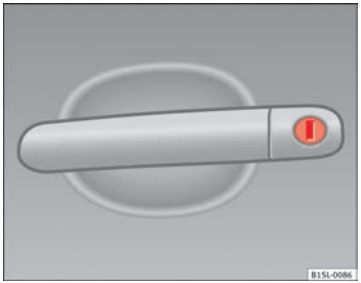

Fig. 134 Driver side door handle with lock cylinder
- Insert the key shaft into the lock cylinder to unlock or lock the vehicle ⇒ Fig. 134. ■